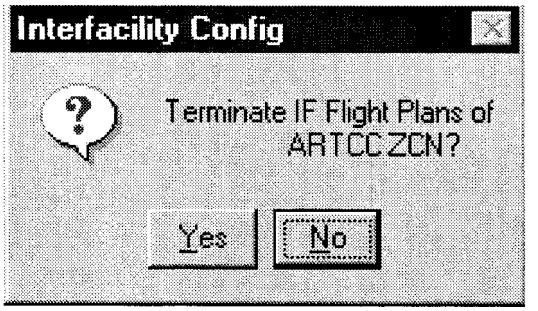

FIGURE 4-57. INTERFACILITY DIALOG WINDOW
(1) To select Terminate IF Flight Plans? for each of the ARTCC interfaces, click the box(es) next to Terminate IF Flight Plans. A box with a "✓" indicates enabled. Clicking in the box toggles the enabled/disabled state.
(2) Click OK to select Terminate IF Flight Plans Processing and exit or Cancel to exit without change.
(3) Click Apply to execute the function and not exit and/or Refresh to set selection box to original status.
(4) Observe a confirmation message appears (Figure 4-57). Click Yes to confirm or No to cancel the Terminate IF Flight Plan for the selected ARTCC.